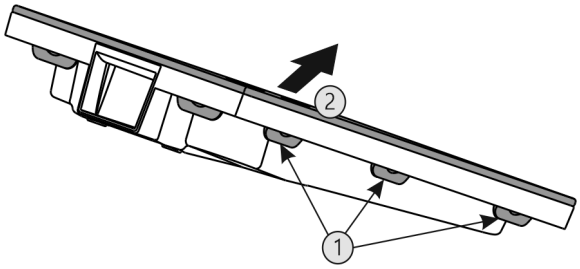

Fig. 39
▶ Press all lugs *Fig. 39 (1)* one after another and remove the cover *Fig. 39 (2)*.